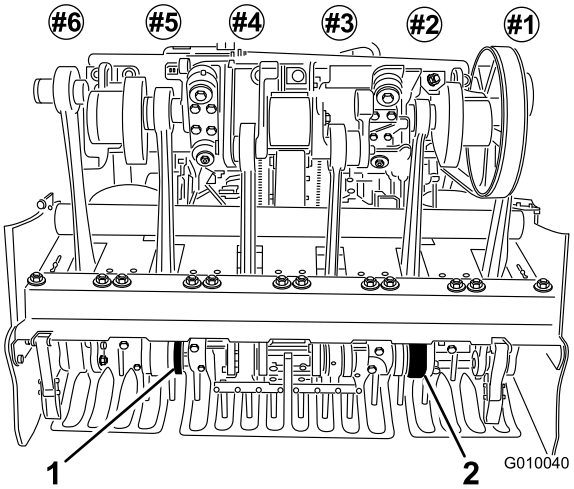

**Figur 25**
5. Monter tines på nummer 2 og 5 tineholder (Figur 25) Stram boltene.